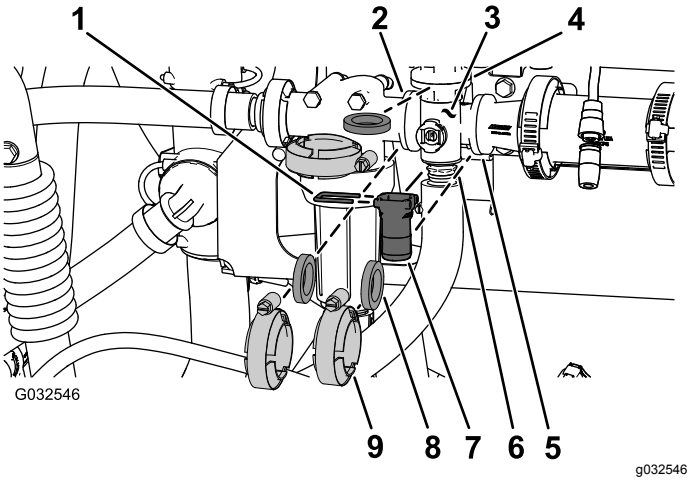

Figur 106
1. Fjern de klemmer og pakninger, der fastgør omrøringsventilens manifold til omrøringsomløbsventilen, trykfilterhovedet, reduktionskoblingen og adapterfittingen (omrøringens drosselventil) som vist i Figur 106.